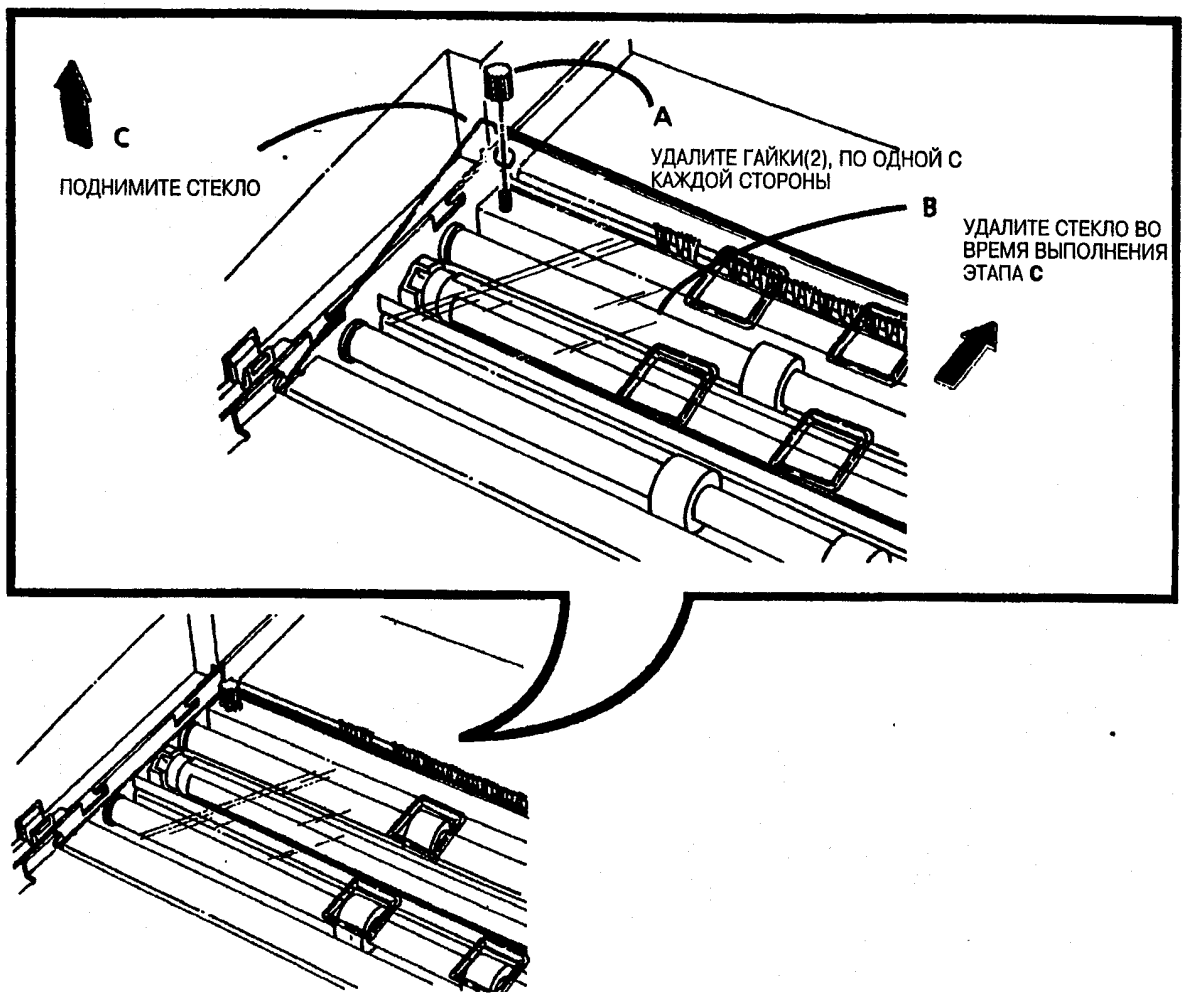

Рис. 33. Удалите стекло
2. (Рис. 33): Удалрите стекло.